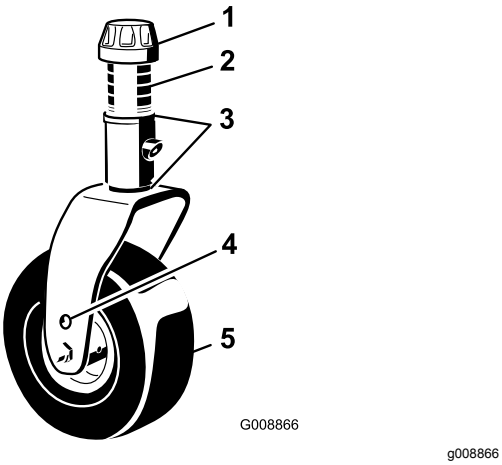

**Figuur 105**
1. Verwijder het klemkapje van de spilas en schuif de as uit de zwenkwielarm (Figuur 105).